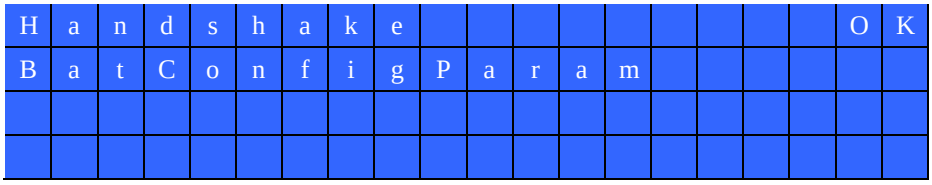

Рис. 11
6.7 Затем контроллер ЗУ и BMS электромобиля переходят в режим конфигурации параметров. На LCD появляется информация, рис.11